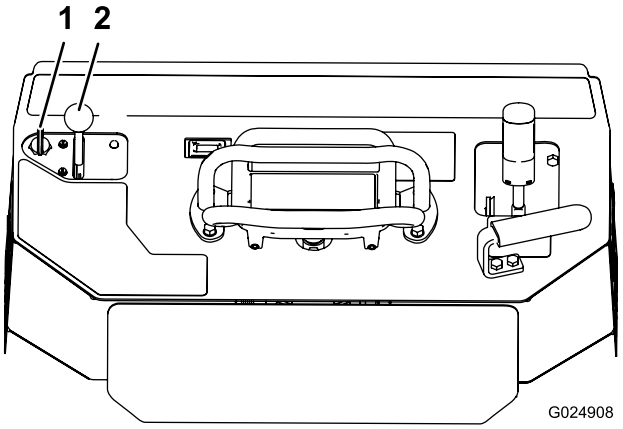

**Figur 19**
1. Flytta gasreglaget till mittläget mellan långsamt och snabbt (Figur 19).
2. Vrid nyckeln till det påslagna läget (Figur 19). Släpp nyckeln när motorn startar.
3. För gasreglaget till önskat läge (Figur 19).
2. För gasreglaget till det långsamma läget (Figur 19).
3. Vrid nyckeln till av-läget (Figur 19).